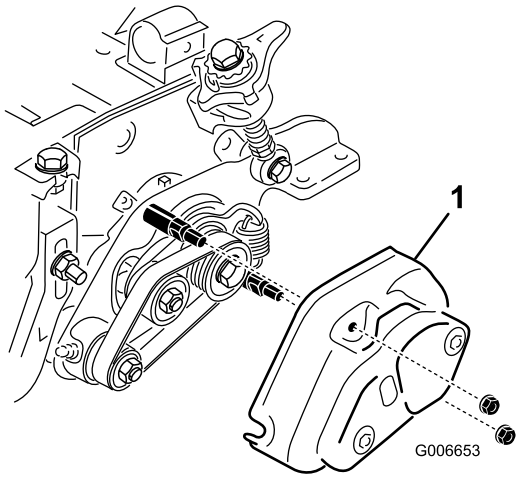

Figur 13
24. Monter trimsatsdekselet og fest med (to) 5/16 tommer flensmuttere (Figur 13).